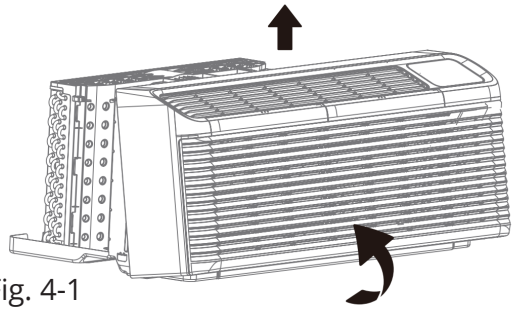

Fig. 4-1
Step 1: Pull out at the bottom to release it from the tabs, then lift the front panel up. (See Fig. 4-1.)